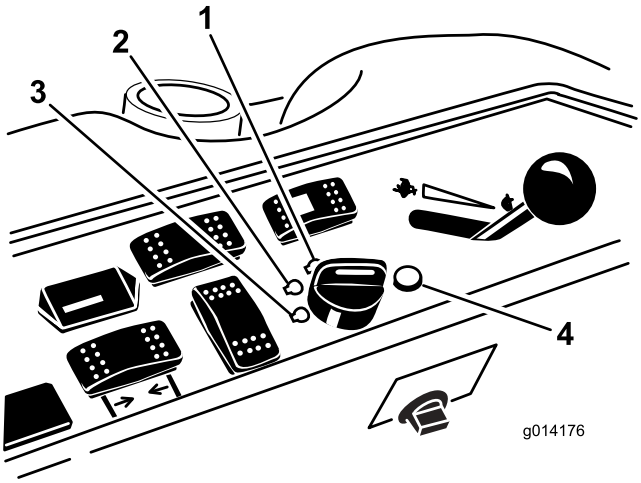

Figura 12
6. Girate la chiave di accensione in senso orario, in posizione di marcia (Figura 12).
3. Girate la chiave di accensione in posizione Off (Figura 12). Attendete che tutte le parti in movimento si siano fermate, prima di lasciare il posto di guida.